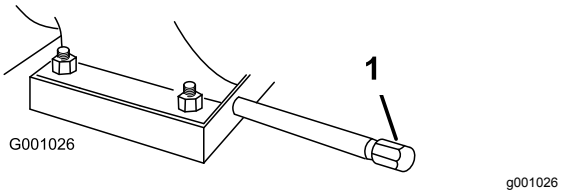

Figur 32
1. Rengør området omkring olieaftapningshætten (Figur 32).